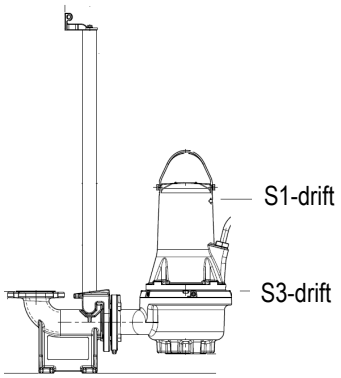

Fig. 2 Stopniveauer
- **Ved S1-drift** (kontinuerlig drift) skal pumpen altid være dækket af pumpemediet til toppen af motoren. Se fig. 2.
- **Ved S3-drift** ((intermitterende drift): Pumpen skal hele tiden være dækket af pumpet væske til den øverste del af pumpehuset. Se fig. 2 (kun for ikke-eksplosionssikrede versioner).